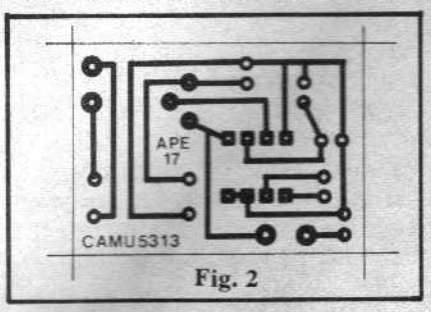

Fig. 2
– **FIG. 2** – A PLACA – Enfatizando a miniaturização do conjunto, o **lay out** do Circuito Impresso específico foi mantido tão pequeno quanto possível, porém ainda assim não muito "apertado", de modo que o principiante não encontre problemas de montagem. Como a figura está em escala 1:1 (tamanho natural) fica fácil ao Leitor reproduzi-la diretamente, se tiver o material necessário à confecção da plaquinha (adquirindo o KIT da CAMU5313, receberá a plaquinha já pronta, juntamente com todas as demais peças...). Durante a confecção e preparo da placa, ou mesmo na conferência da placa pronta (recebida com o KIT), o hobbysta deve sempre levar em conta as INSTRUÇÕES GERAIS PARA AS MONTAGENS, que trazem importantes informações e conselhos... Da mesma forma, na identificação dos componentes, convém (além de observar atentamente as ilustrações do presente artigo) consultar o TABELÃO APE, sempre que surgirem dúvidas quanto a valores, pinagens etc. Tanto as INSTRUÇÕES, quanto o TABELÃO, costumam estar nas primeiras páginas de **toda** APE, na forma de encarte **permanente**, para benefício dos principiantes...